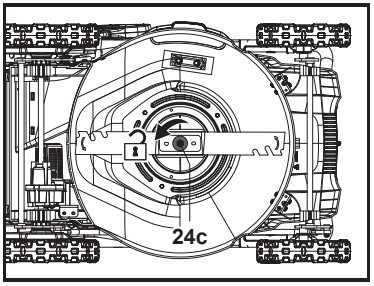

Rys. 21
1. Spód kosiarki oraz ostrze tnące (24) należy utrzymywać w czystości. Usuwać ścinki z tylnej rury wylotowej (23).
3. Ostrze tnące (24) powinno być ostre, aby zapewnić wysoką wydajność koszenia. Zużyte lub uszkodzone ostrze tnące wymienić na nowe tego samego typu lub przekazać do naostrzenia przez wykwalifikowanego specjalistę.
4. Poluzować śrubę mocującą (24c), obracając w lewo za pomocą odpowiedniego elektrycznego klucza udarowego (rozmiar nasadki 13 mm) (rys. 21) i zdjąć ją razem z płaską podkładką (24b) i ostrzem (24).